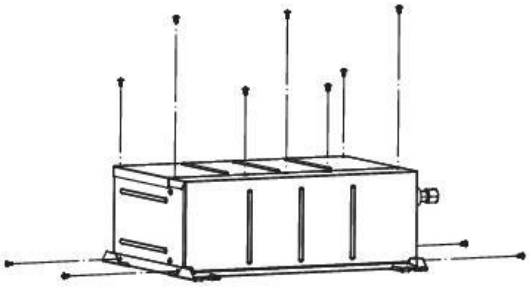

Fig. 4-6
4.2. Procédures de changement de direction des tuyaux (Fig. 4-6 (1)~(8))